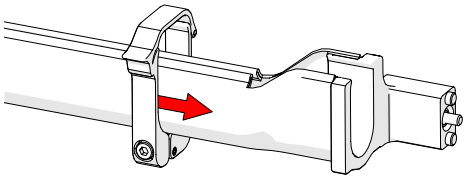

Fig. 193 - Slide clamp onto mount
4. Slide the clamp over the tube and HT cable management mount pinching the tube in between *(Fig. 193)*.